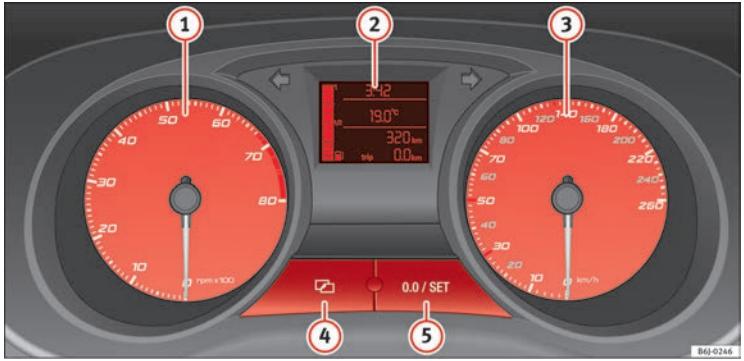

Fig. 30 Detailed view of the dash panel: instrument panel
The start of the red zone ⇒ Fig. 30 (1) indicates the maximum engine speed operating at service temperature. However, it is advisable to change up into a higher gear, move the selector lever to D or lift your foot off the accelerator before the needle reaches the red zone.
– To set the hour, press button (4) ⇒ Fig. 30. The “hour” option flashes on the digital display and is set using button (5) “set” ⇒ Fig. 30.
– To set the minutes, press button (4) again and select the minute option. Set from button (5) “set”.